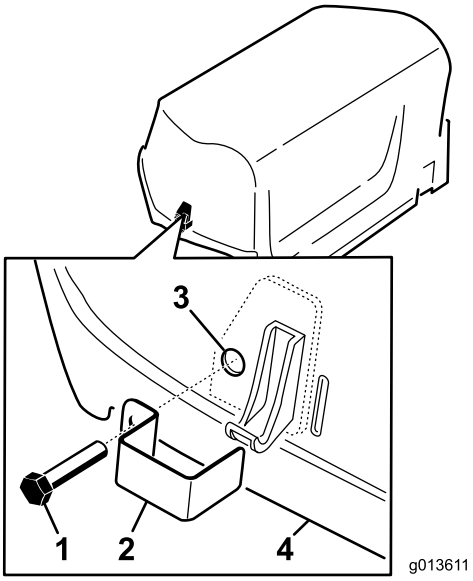

**Rysunek 7**
1. Zamocuj blokadę zaczepu na lewym i prawym zaczepie pokrywy za pomocą śruby (łącznie dwóch) (Rysunek 7).
2. Za pomocą szczypiec lub klucza regulowanego wkręć wewnętrzną podkładkę blokującą na każdą śrubę (1-2 obroty), aby ją zamocować (Rysunek 7).